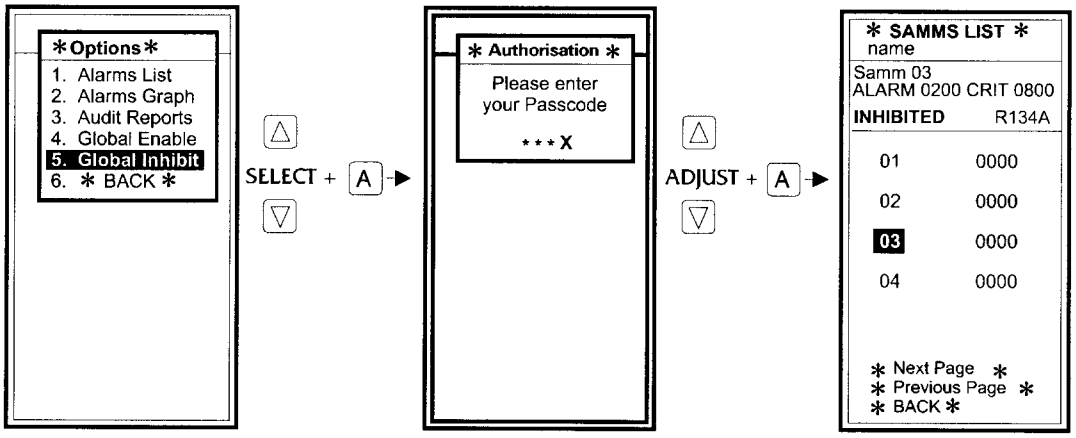

Figure 2-14. Global Enable/Global Inhibit
a. Alarms from the entire system can be inhibited by selecting “Global Inhibit” and entering the four digit “user” pass code, followed by the ACTION key. See figure 2-14. After entering the pass code and pressing the ACTION key, the display will return to the idle screen and the SAMMs list will indicate INHIBITED for any SAMM selected. Inhibit will remain in effect for a period of 12 hours or until “Global Enable” is selected. While the system is inhibited, it will continue to sample, log, and operate the traffic lights.